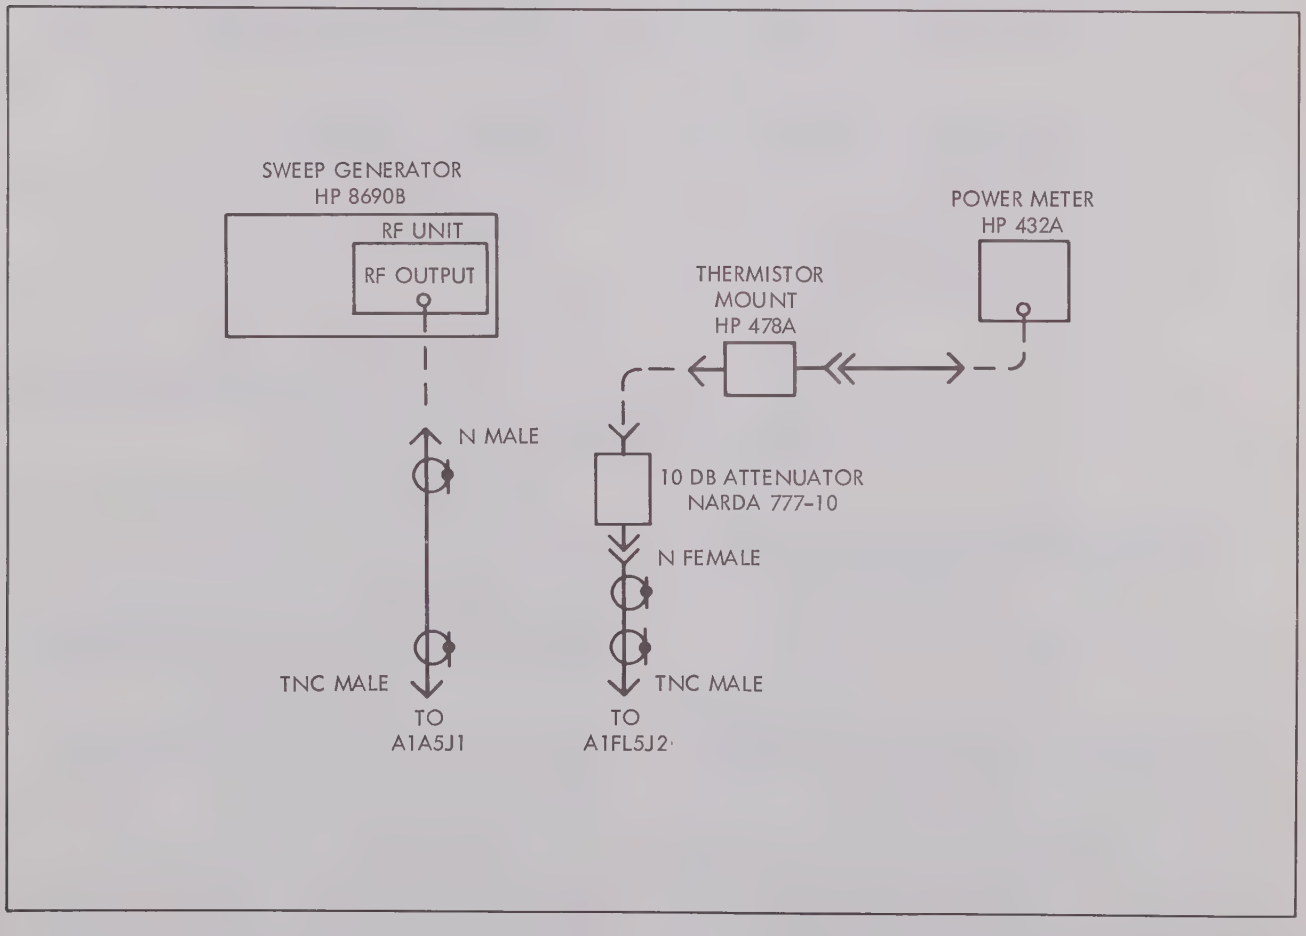

Figure 4-8. Frequency Doubler A1A4 Checkout
c. Interconnect the equipment as illustrated in figure 4-8.